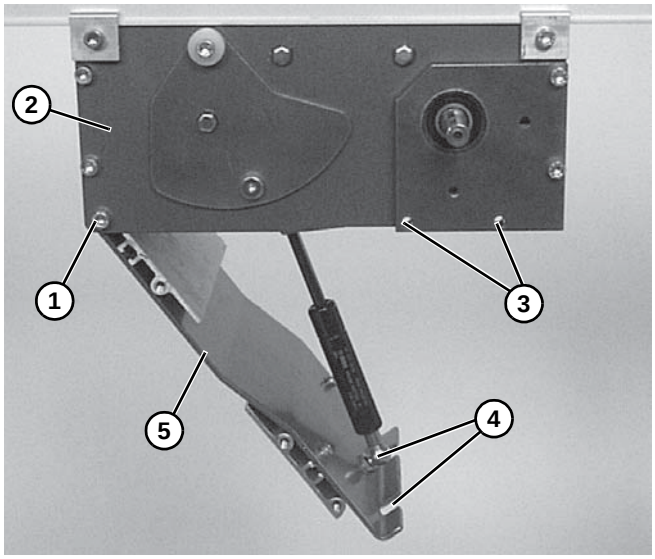

Figure 16
3. Loosen corner screws **(Figure 16, item 1)**, on each side of the drive module **(Figure 16, item 2)**.
4. Remove tension door screws **(Figure 16, item 3)** on each side of the drive module.
5. Using finger grip holes **(Figure 16, item 4)**, open the tension door **(Figure 16, item 5)** to release conveyor belt tension.